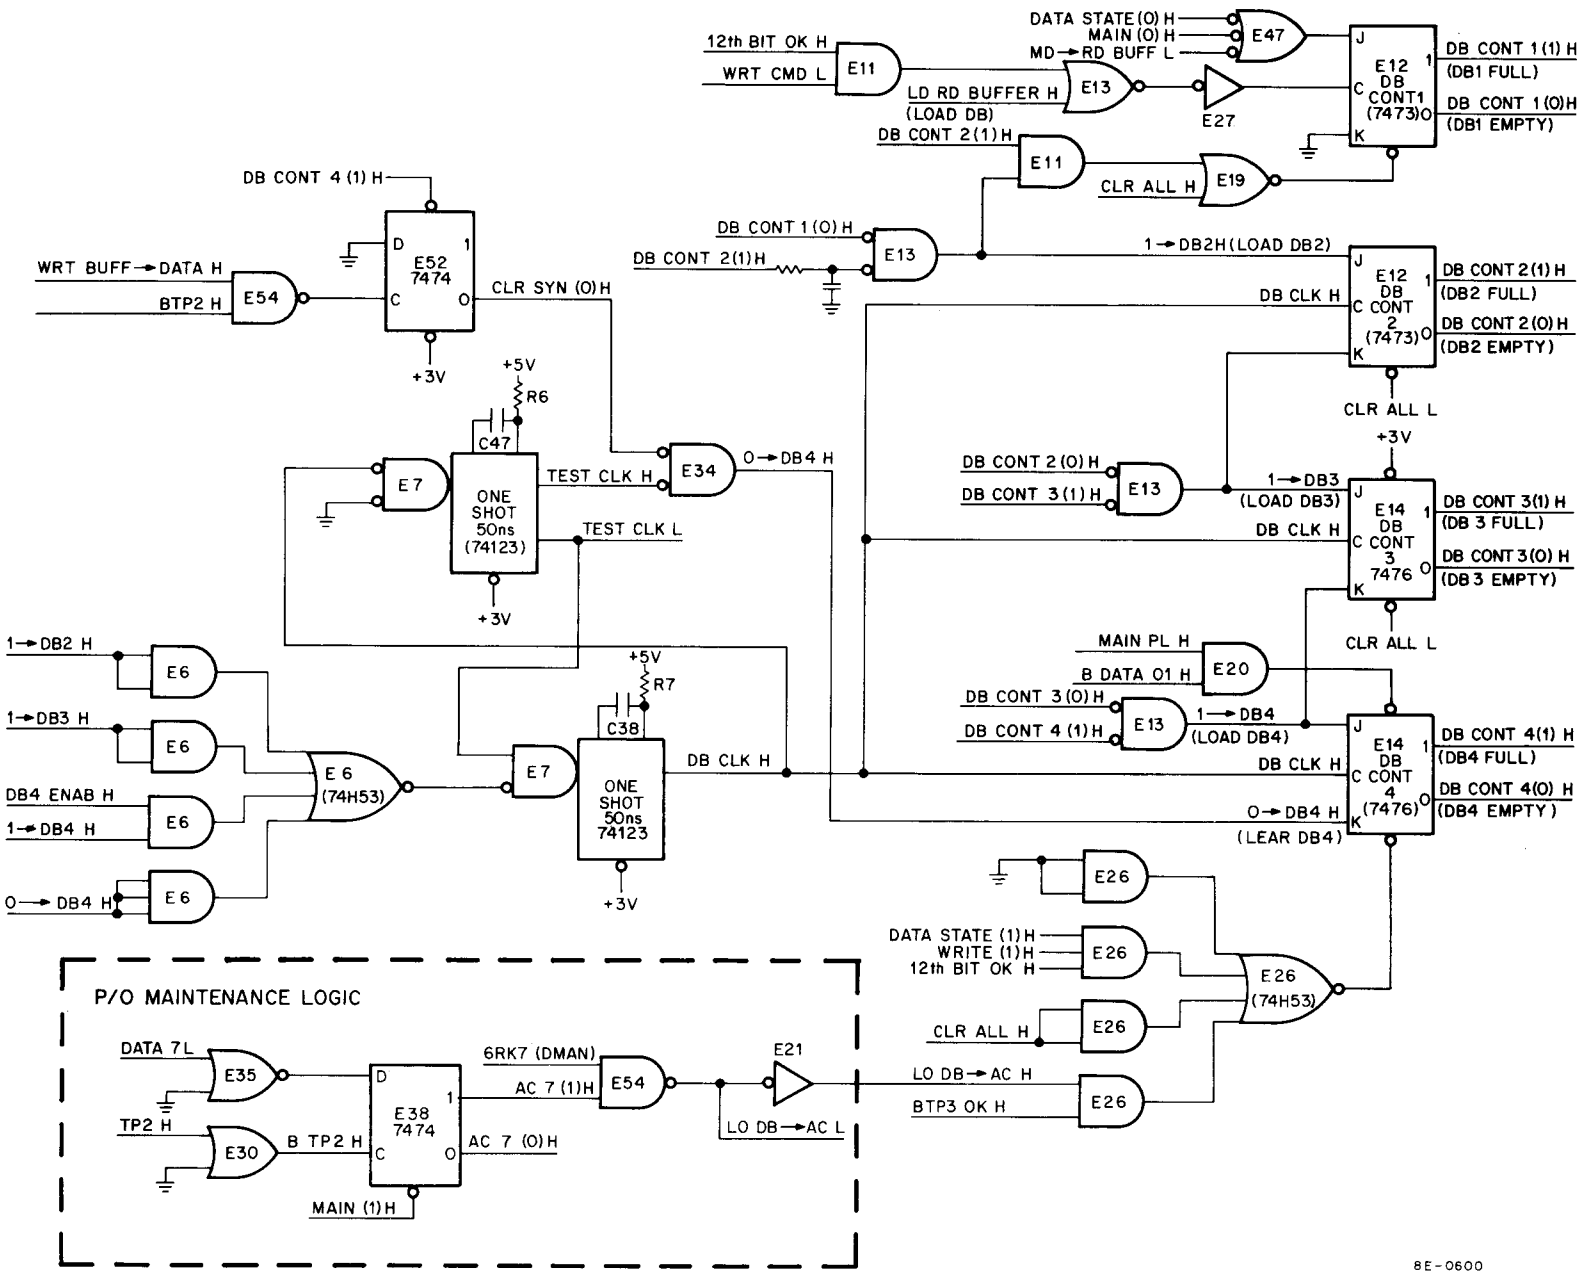

Figure 11-26 Data Buffer Register Control Logic
The Data Buffer Register (Figure 11-25) and its associated control logic (Figure 11-26) has the following functions:
11.15.8.1 Data Buffer Register Control Logic – The Data Buffer Register control logic (Figure 11-26) provides control signals to the Data Buffer Register (Figure 11-25). The DB control logic consists of a Control Register and a DB clock with gating logic to aid in the control operations. The Control Register consists of four J-K master slave flip-flops with clock inputs. The unique features of these flip-flops are: 1) a clock pulse will not cause any transition in the flip-flop if neither the J or K inputs are enabled during the clock pulse and 2) if both the J and K inputs are enabled during the clock pulse, the flip-flop will complement (change states). The J or K inputs are enabled only when the input is of a state different from the present condition of the flip-flop, i.e., if DB1 is in a 1 state only a 0 state input will cause the flip-flop to change state. When the flip-flops are in a 1 state, the Data Buffer Register associated with that flip-flop is considered to be full, i.e., if DB1 control is in a 1 state, DB1 is full. When the flip-flops are in the 0 state, the registers are considered to be empty.
11.15.8.5 Data Buffer Control 4 and Data Buffer Register 4 – Data Buffer Control 4 (Figure 11-26) is used to control Data Buffer Register 4 (Figure 11-25). DB4 is loaded with the contents of DB3 if DB CONT3 (1) H (DB3 full) and DB CONT4 (0) H (DB4 empty) are negated to assert 1 → DB4 H. This causes DB CLK H to be asserted and DB4 goes to the 1 state (full).
During maintenance operations, the contents of the Command Register, the CRC Register, and the Surface/Sector Register may be shifted into DB4 of the Data Buffer Register, for transfer to the AC. To accomplish this, the MAIN flip-flop must be set by transferring a 1 from the AC in bit position 1 using the DMAN instruction. This enables the maintenance logic (Figure 11-25) and allows bits from the AC to shift data into DB4. Signals MAIN PL H and B DATA 01 H are used to set DB CONT4 (Figure 11-26) and keep it in the 1 state, which disables transfers from DB3 while maintenance operations are underway. An input to DB4 is supplied by NOR gate E9 and NAND gate E30 as LO MAIN DATA H. When a DMAN instruction is executed by the program, the following events can occur: